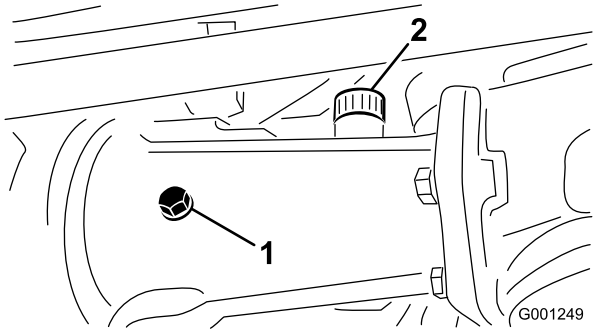
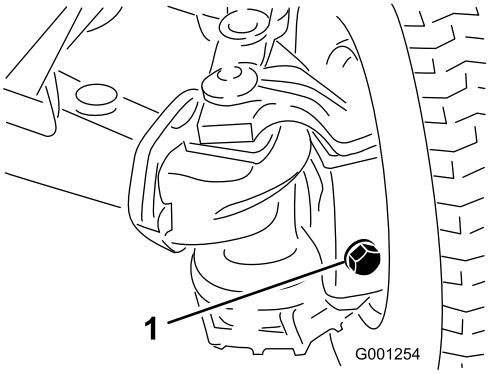

Figur 27
Figur 28
2. Avlägsna kontrollpluggarna från axeln och se till att oljan når upp till botten av varje hål. Avlägsna påfyllningspluggarna om nivån är låg, och tillsätt tillräckligt med olja så att nivån når upp till botten av kontrollpluggshålen (Figur 27 och Figur 28).